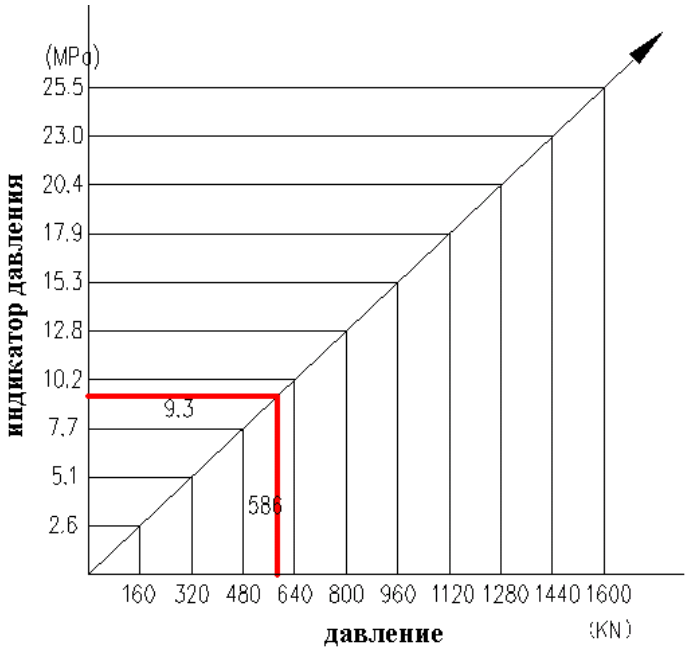

Рис. 8 Схема сгибающего усилия и гидравлического давления системы
2. Сгибающее усилие, представленное в таблице, получено при длине плиты (L) = 1 м. Если плита длиннее 1 метра, данное числовое значение должно быть умножено. Например: при использовании плиты из углеродистой конструкционной стали V = 20 мм, толщина гибочной плиты в отверстии нижнего штампа равна 3 мм, а длина 2 мм. Мы можем найти значение P 293 кН/м в таблице выше, сгибающее усилие для данной заготовки должно быть P = 293 кН/м * 2 м = 586 кН. По Рис. 8 мы можем определить, что при сгибающем усилии 586 кН давление гидравлической системы P = 9.3МПа.